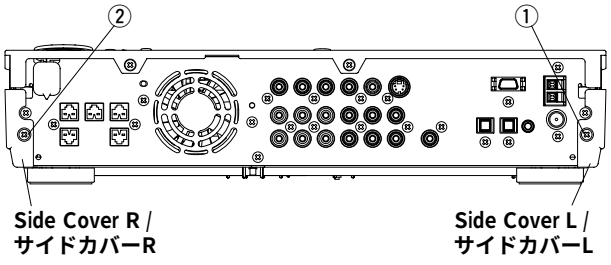

Fig. 1
a. Remove 1 screw (①) in Fig. 1.
c. Remove 1 screw (②) in Fig. 1.
a. ①のネジ1 本を外します。(Fig. 1)
c. ②のネジ1 本を外します。(Fig. 1)